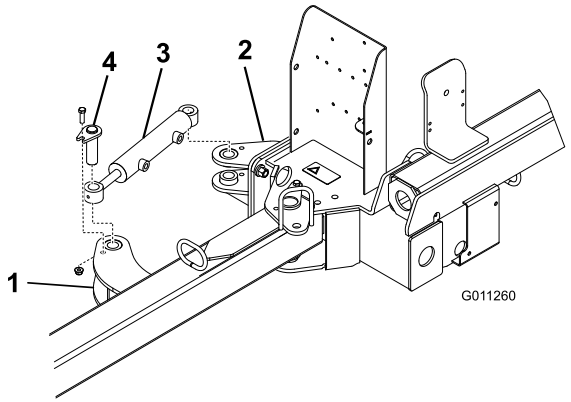

Figuur 6
2. Bevestig beide uiteinden van de hydraulische cilinder aan een lip van de actuator met behulp van een penconstructie, een bout van 3/8 x 1–1/4 inch en een flensmoer van 3/8 inch (Figuur 6). Zorg ervoor dat het stanguiteinde (werkuiteinde) van de cilinder aan de voorste lip van de actuator is bevestigd.